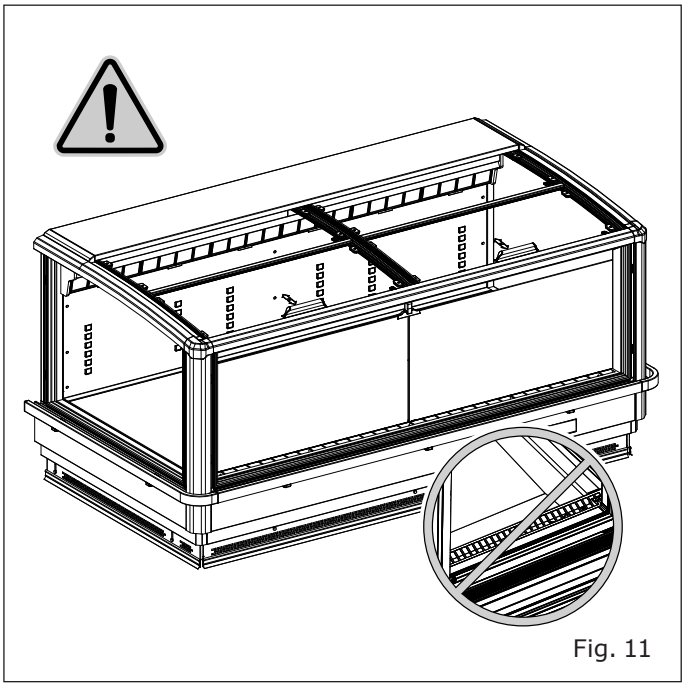

Fig. 11
- La merce non ostruisca il corretto flusso d'aria refrigerata ("Fig. 11").